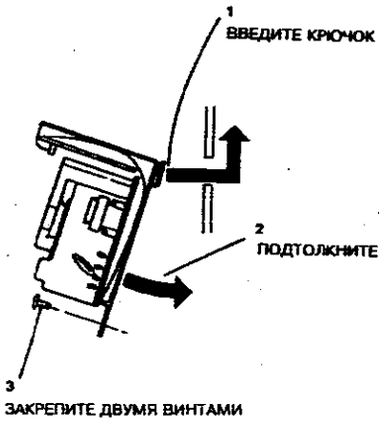

**Рисунок 3. Установка блока питания высокого напряжения**
1. (Рисунок 3) Установка выполняется в порядке, обратном снятию. Убедитесь, что крючки на корпусе HVPS входят в пазы на корпусе аппарата.